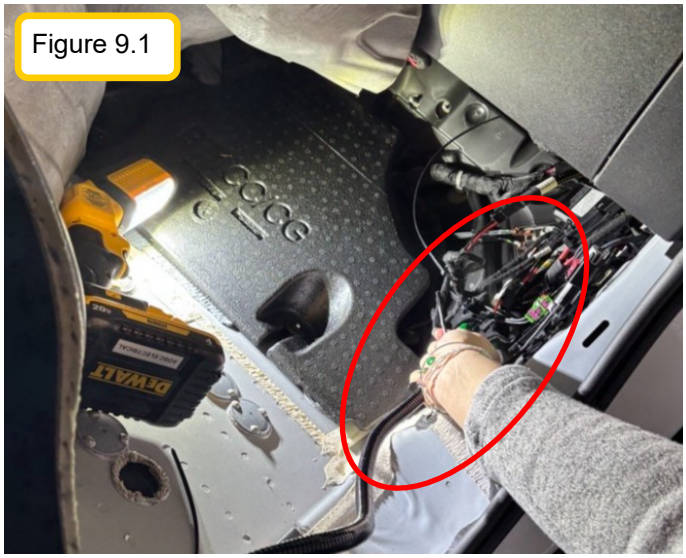

Figure 9.1
Step 3: On the inside of the vehicle, remove the weather strip, remove the footwell trim, and raise the flooring to expose the metal frame (Figure 9.1).